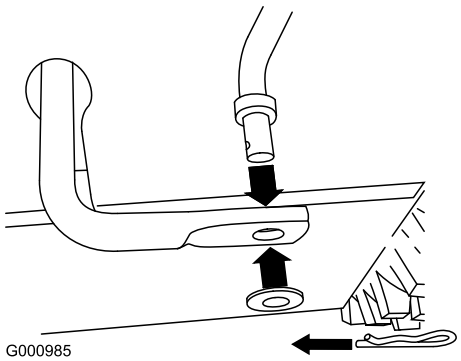

**Figur 11**
1. Ta bort hårnålssprinten och brickan från hastighetskontrollstångens nedre ände och för in stångens nedre ände i den nedre länkarmen, så att hastighetskontrollstångens böjda ände är vänd bakåt (Figur 11).